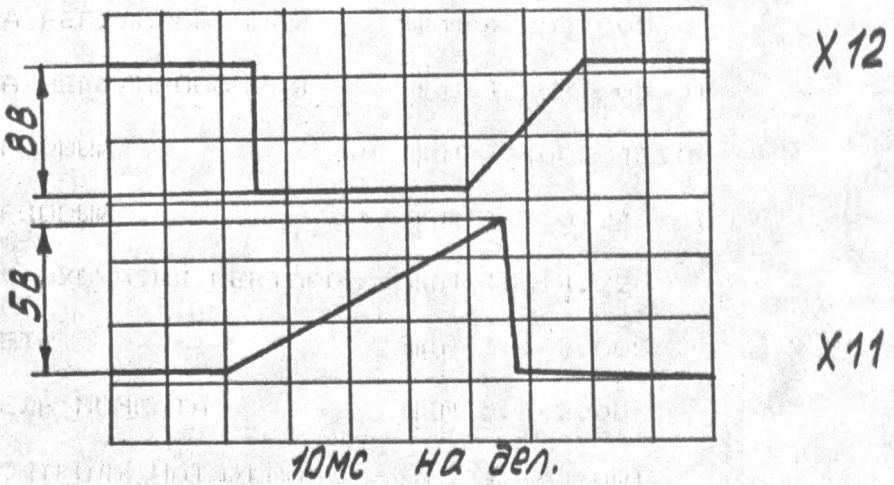

РИС.7.2
7.2.4.3. ПОДКЛЮЧИТЕ ВХОД 1 ОСЦИЛЛОГРАФА С1-79 К КОНТРОЛЬНОЙ ТОЧКЕ X12 БЛОКА УПРАВЛЕНИЯ A5, А ВХОД 2 ОСЦИЛЛОГРАФА С1-79 - К КОНТРОЛЬНОЙ ТОЧКЕ X11 БЛОКА УПРАВЛЕНИЯ A5. УБЕДИТЕСЬ, ЧТО ПОЛОЖЕНИЕ ИМПУЛЬСОВ СООТВЕТСТВУЕТ РИС.7.2.